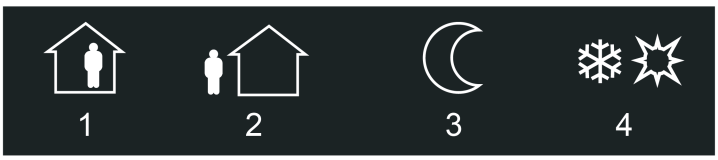

Bild 39: Statussymbole für die KNX Funktion "Betriebsmodusumschaltung 4 x 1 Bit"
Analog zum Statustext kann im unteren Anzeigebereich ein Symbol (C) angezeigt werden (Bild 39). Das zur Anzeige gebrachte Symbol ist separat für jeden Betriebsmodus definiert und kann in der Konfigurationssoftware wahlweise selektiv abgeschaltet werden, so dass es individuell für einzelne Betriebsmodi nicht angezeigt wird. Die Symbole lassen eine schnelle und eindeutige Identifikation des eingestellten Regler-Betriebsmodus zu.